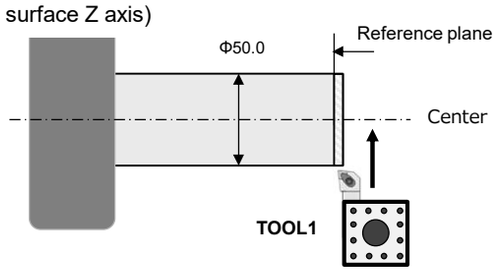

Fig.2
2. Make a reference plane on the right edge of the workpiece. Cut the right end face with a cutting tool by an appropriate amount.(Fig. 2)